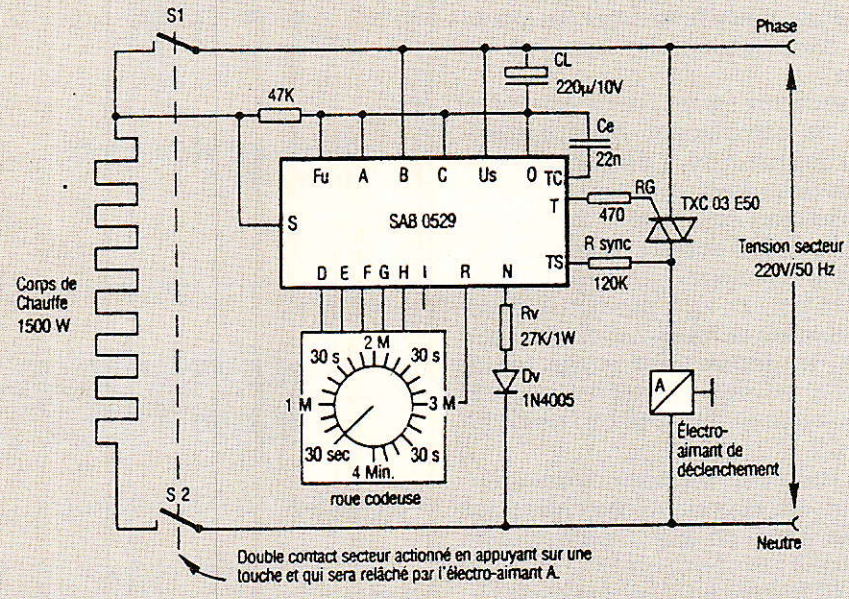

Figure 13 - Exemple d'application du SAB 0529. Grille-pain temporisé au choix sur 30 secondes à 4 minutes (par bonds de 10 secondes).
• En **figure 13** se présente une application pour grille pain ménager qui utilise un petit triac pour piloter l'électro-aimant qui contrôle le switch de puissance 220 V. Avec une roue codeuse spéciale, le constructeur a réalisé un dispositif très performant, irréalisable auparavant. Peu de composants sont nécessaires.